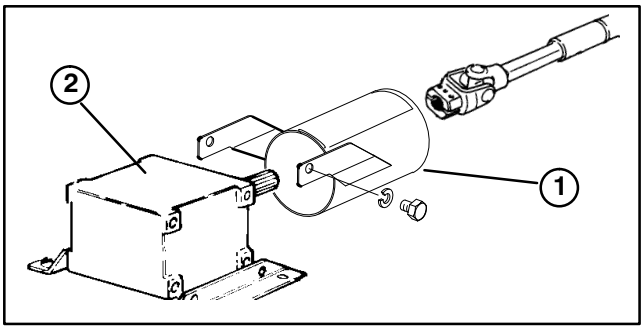

Figure 7
3. Remove (2) capscrews and lockwashers securing PTO guard mounting brackets to gearbox (Fig. 7). Retain fasteners for re−installation.
4. Slide PTO shaft guard onto PTO shaft, positioning guard as shown in figure 7.